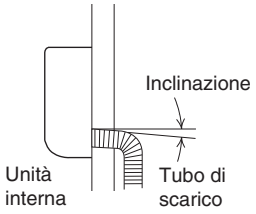

Fig. 3-35
a) Il tubo di scarico deve avere una leggera angolazione in basso e verso l'esterno. (Fig. 3-35)